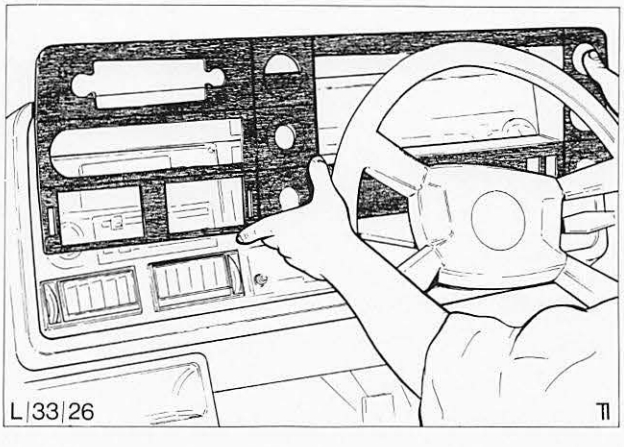

Abb. 12 Instrumentenblende abbauen
4. Instrumentenblende aus der Klemmhalterung abziehen, Abb. 12.